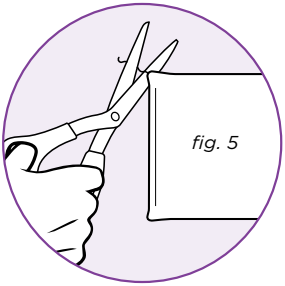

fig. 5
2. If there are loose threads on the pad carefully cut the threads with scissors. Do not pull on them or cut at the base. (**fig. 5**)